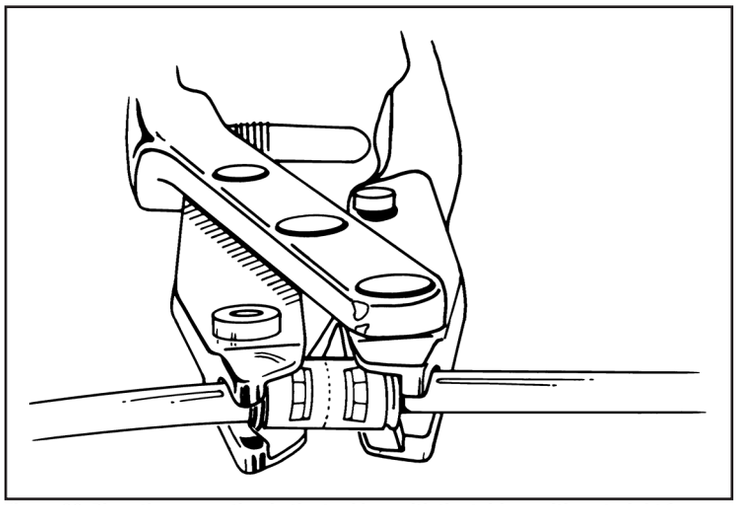

Figure 38. Place the connection in the tool jaw with the tubing exiting straight from the connector ends
10. Place the tubing connection in the Quick Connect Assembly tool jaw (Figure 38).